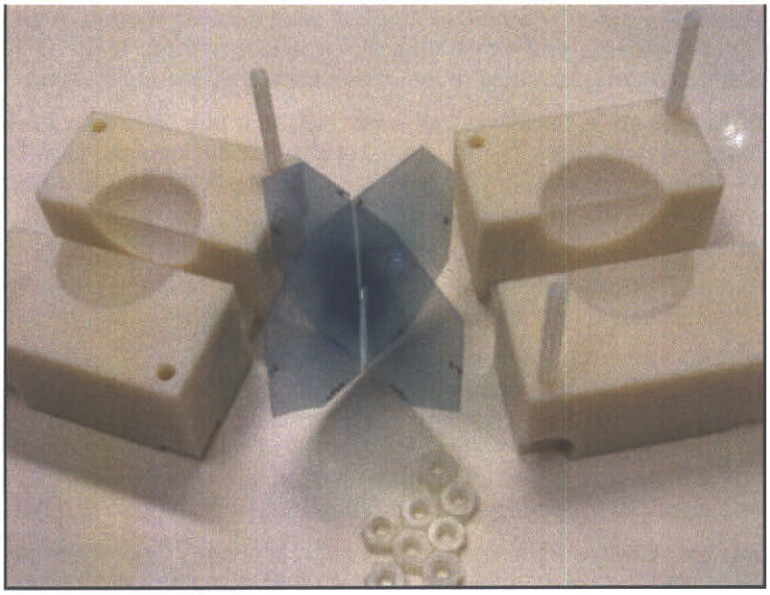

Figure 3-26 Film and Ball-Cube Phantom
2. Load film cube with two pieces of film (*Figure 3-26 Film and Ball-Cube Phantom, page 36*).